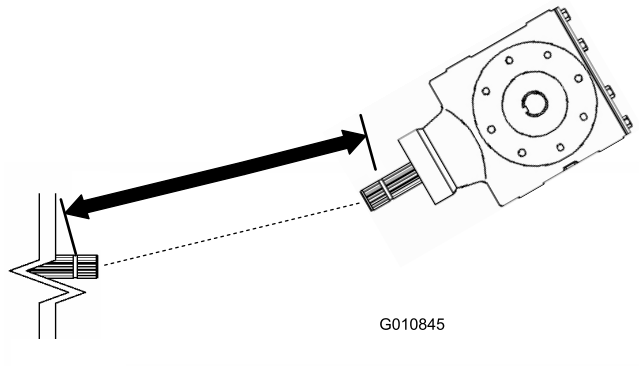
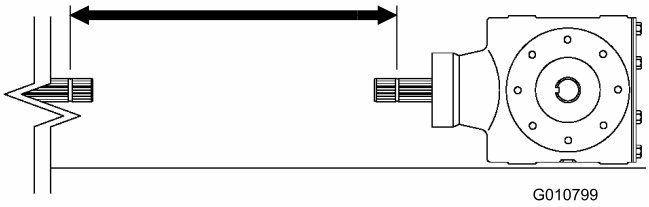
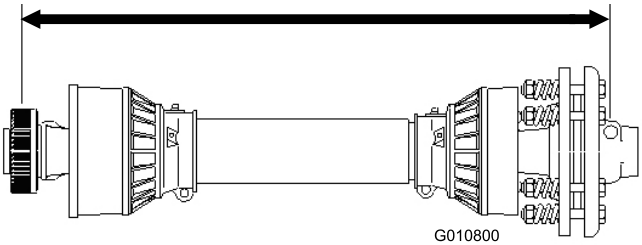

**Figur 12**
**Figur 14**
**Figur 15**
3. Mål avstanden fra låsesporet på enden av traktorens kraftuttaksaksel til låsesporet på kraftuttaksakselen til luftemaskinens girkasse (Figur 12). Noter denne avstanden. Eksempel: 67 cm.
5. Mål avstanden fra låsesporet på enden av traktorens kraftuttaksaksel til låsesporet på kraftuttaksakselen til luftemaskinens girkasse (Figur 14). Noter denne avstanden. Eksempel: 70 cm.
6. På kraftuttaksakselen måler du avstanden fra midten av låsetappballen i den ene enden til midten av låsetappen i den andre enden (Figur 15). Noter denne avstanden. Eksempel: 81 cm.
7. Bruk den minste av de to målingene i Figur 14 og Figur 12, trekk fra denne avstanden fra avstanden i Figur 15. Eksempel: 81 cm minus 67 cm er lik 14 cm.